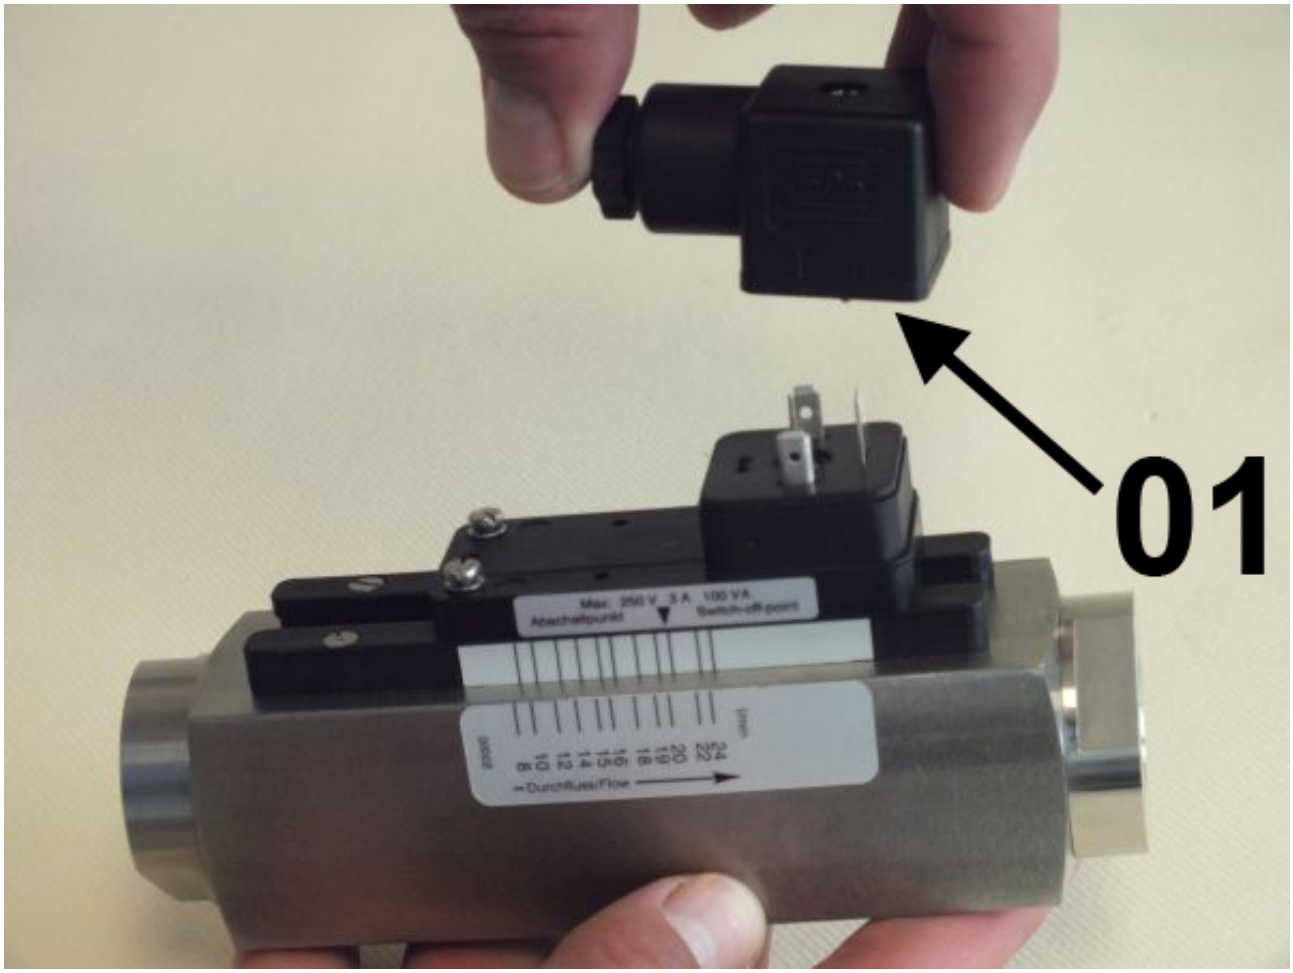

Fig. 28: Remove socket
2. Remove socket (*Fig. 28*/01)